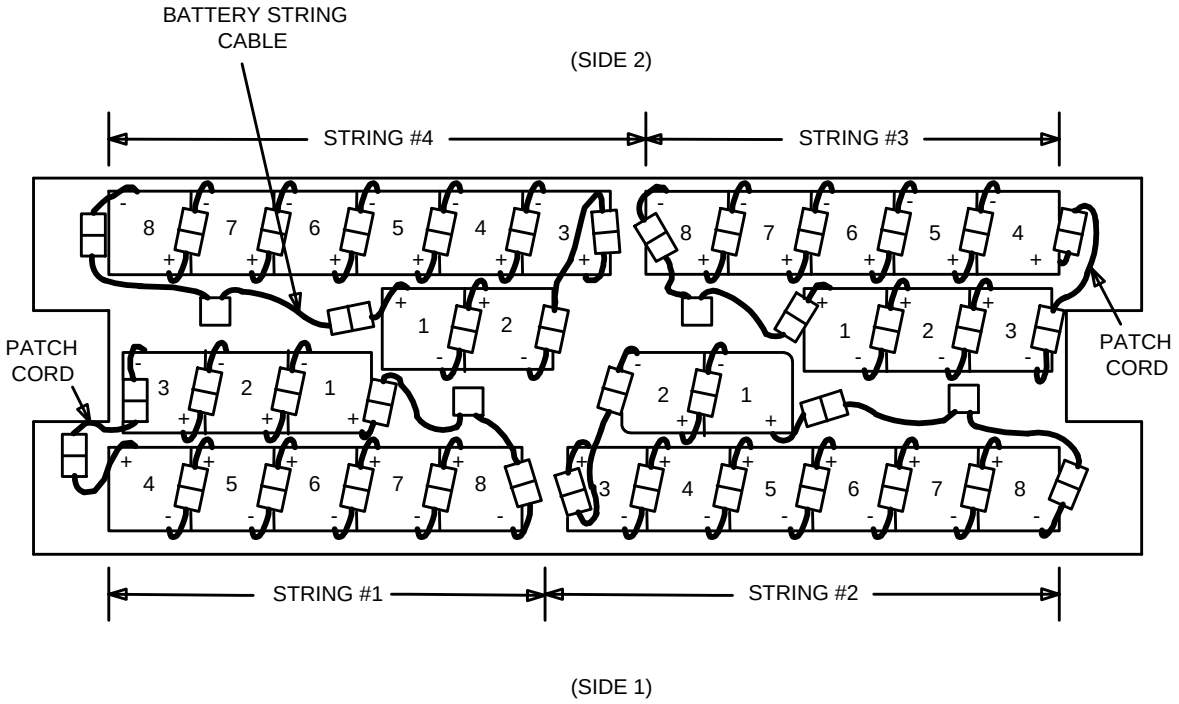

**Figure 2 – RT Battery Strings and Connections**
Connect patch cord [Figure 2] to **BAT (–)** connector of battery **3** (or battery **2** for string 2 or 4).
Connect batteries together by plugging **BAT (–)** connector from one battery into **BAT (+)** connector from next battery [Figure 2].
20. Connect other end of patch cord [Figure 2] to **BAT (+)** connector of battery **4** (or battery **3** for string 2 or 4).
Connect batteries together by plugging **BAT (–)** connector from one battery into **BAT (+)** connector from next battery [Figure 2]. Repeat for remaining batteries in battery string.